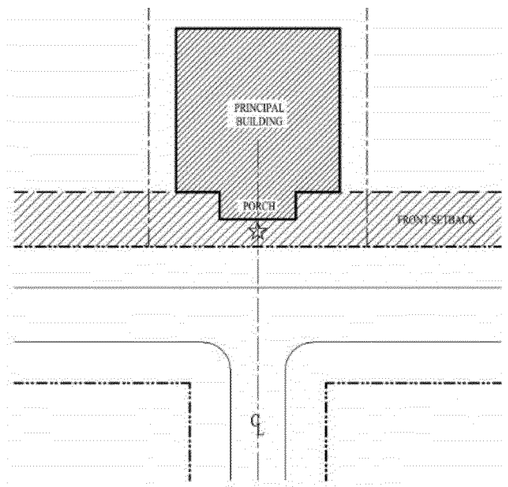

*Figure 11*
3. Particular attention shall be paid to buildings situated at the ends of streets or open spaces. See Figure 11. These buildings shall have special articulation and massing, such as bays, porches or stoops, or other unique features; should be placed such that garage doors are oriented away from the view corridor; and may require additional detail or features as required by the Village.